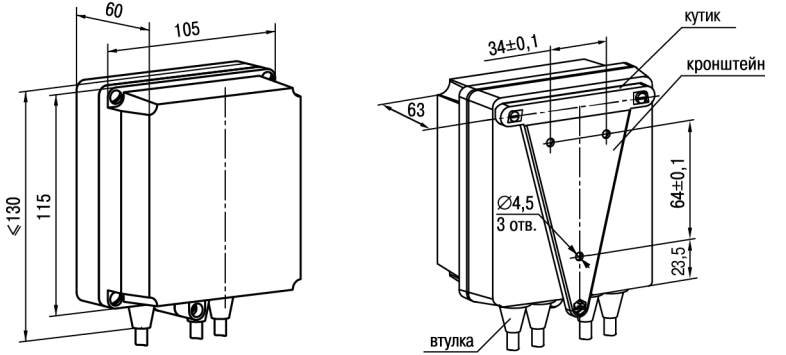

Рисунок 4.2 – Габаритные размеры корпуса Н
1. Закрепить кронштейн тремя винтами M4 × 20 на поверхности, предназначенной для установки прибора (см. *рисунок 4.2*).